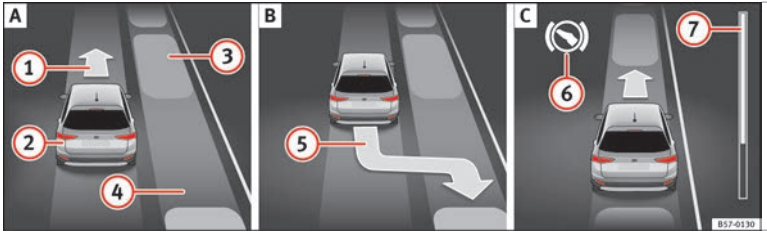
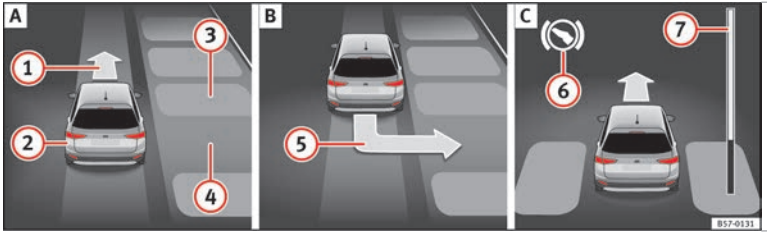

Fig. 203 On the instrument panel display: parallel parking. A Finding a parking space. B Parking position. C Manoeuvring.
Fig. 204 On the instrument panel display: perpendicular parking. A Finding a parking space. B Parking position. C Manoeuvring.
Key to **Fig. 203** and **Fig. 204**:
››› **Fig. 203** 7 and ››› **Fig. 204** 7 on the screen of the instrument panel displays the relative distance to be covered. The greater the distance, the fuller the progress bar. When driving forward, the content of the progress bar decreases upwards, and when reversing, it decreases downwards.
2.	Look at the display on the instrument panel to see if the space has been detected as "appropriate" and if the correct position for parking has been reached »» Fig. 203 B or »» Fig. 204 B.
OR: reverse until the instrument panel displays the message to go forwards »» Fig. 203 A (1) or »» Fig. 204 A (1).
The Park Assist system steers the vehicle forward and back until it centres it in the space »» Fig. 203 C or »» Fig. 204 C.